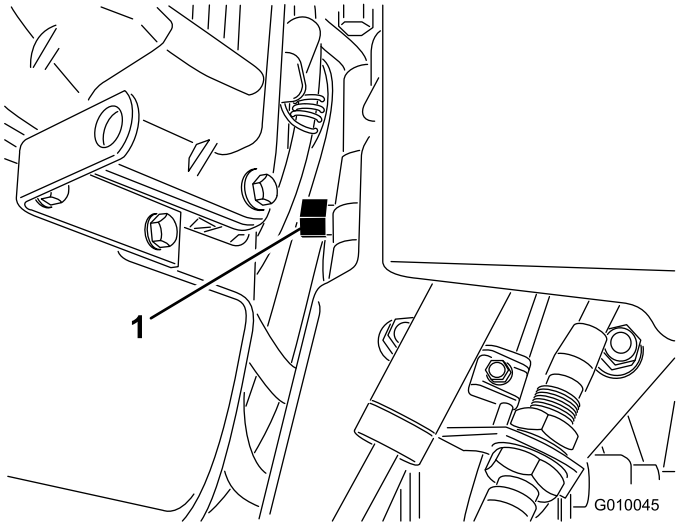

Figur 30
2. Bruk en 5/8-tommers skrunøkkel og rotere omløpsventilen mot klokken én omdreining. Dette tillater at hydraulikkvæsken passerer gjennom pumpen, og at hjulene ruller (Figur 30).
4. Drei omløpsventilen én gang med klokken for å bruke maskinen igjen (Figur 30).